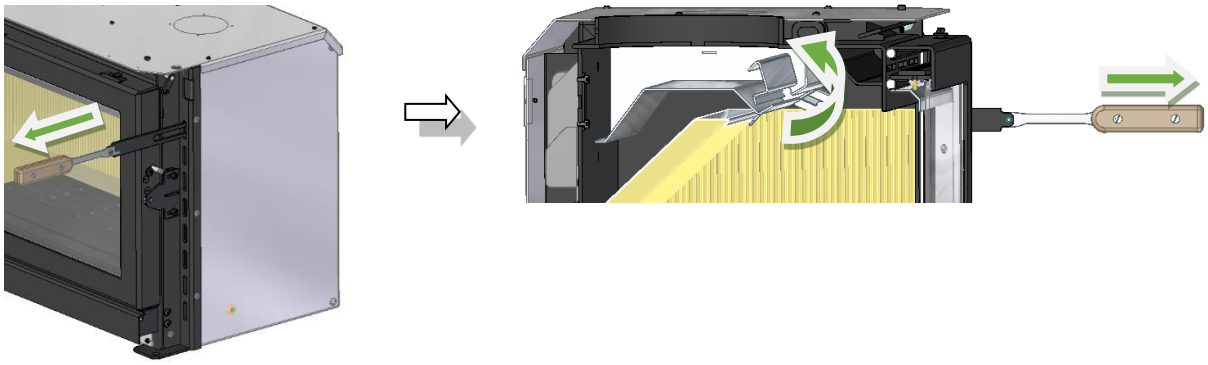
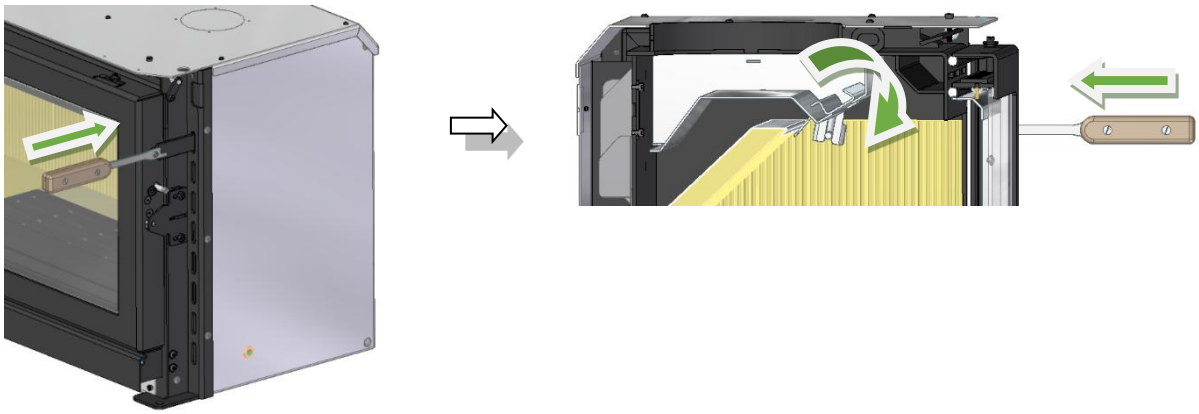

Figura 31 – Abertura da pala de fumos
Figura 32 – Fecho da pala de fumos
Controla a passagem/saída de fumos, no momento de abrir a porta, ou seja, quando o equipamento estiver em funcionamento e pretender reabastecer o equipamento com mais lenha, antes de abrir a porta, puxe para si o puxador. Isto irá permitir uma maior e mais facilitada passagem de fumos pelo gargalo da chaminé, evitando retorno de fumos do equipamento para a divisão envolvente da habitação, ver Figura 31 e Figura 32. Se deixar este regulador aberto durante a queima, o funcionamento do equipamento, irá notar uma combustão mais acelerada.
4. Abrir o controlo de entrada de ar de combustão primário, deixar a porta entreaberta para que o acendimento seja mais rápido e abrir a pala de fumos, ver Figura 31;